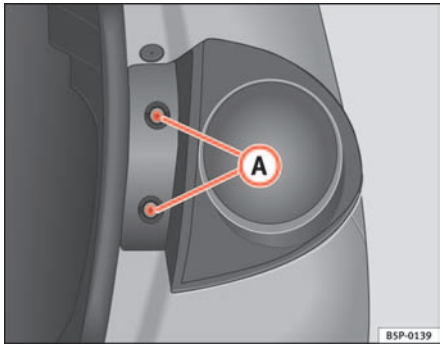

Fig. 181 Side lights and brake lights
– Remove the bolts ⇒ fig. 181 (A)